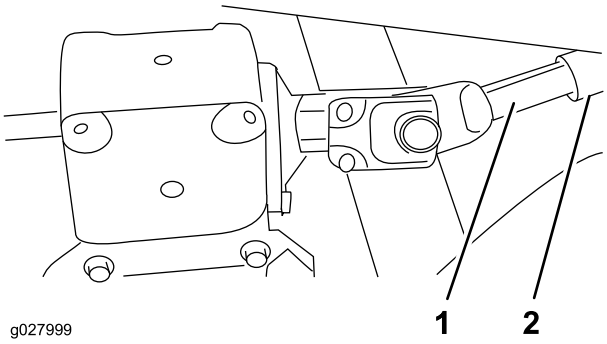

Figur 2
5. Stop motoren, og skub klippeenheden væk fra traktionsenheden ved at adskille han- og hundelen af kraftudtagsakslen (Figur 2).